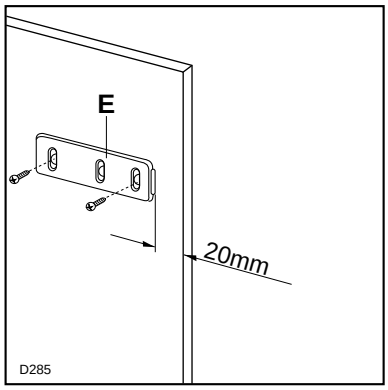

Fig. 6
Posez les guides (E) à l'intérieur de la porte du meuble, en haut et en bas, comme l'illustre la Fig. 6, et repérez la position des trous extérieurs.